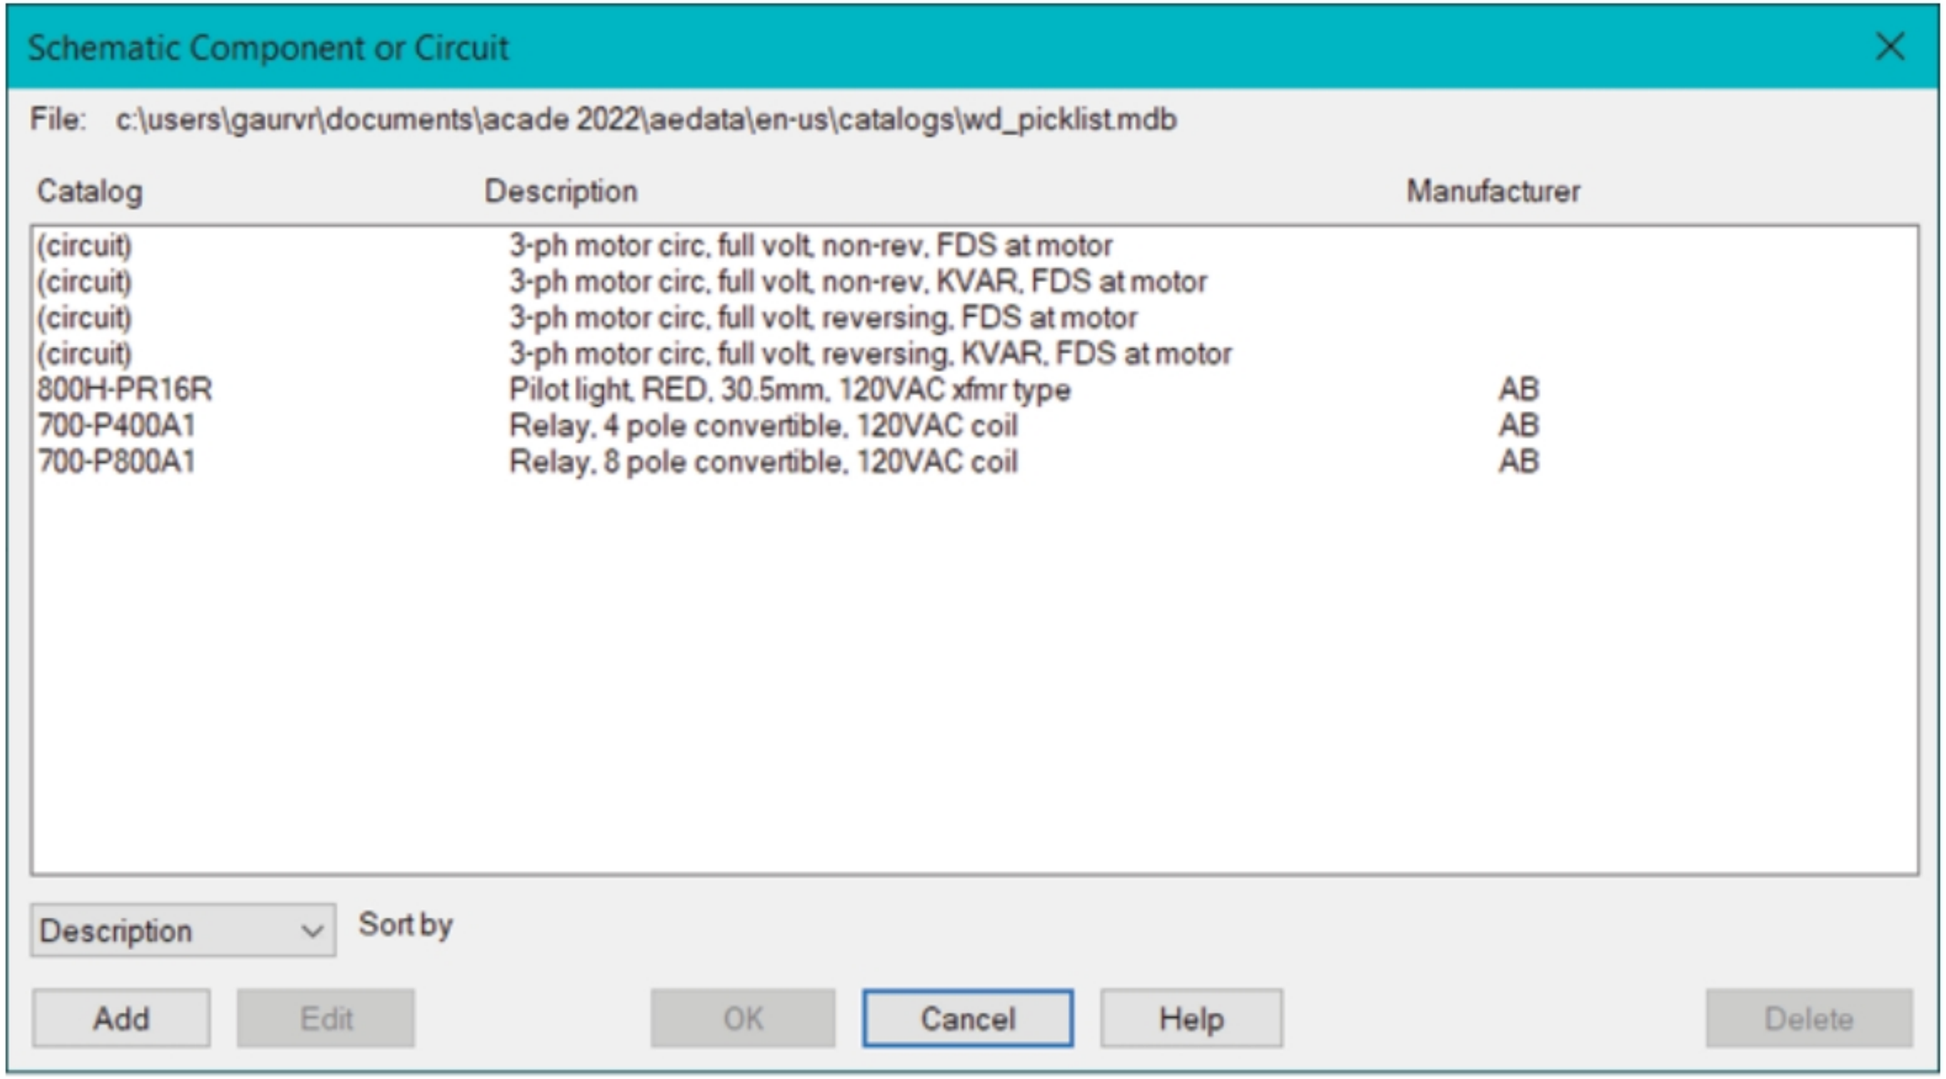

Figure-31. Schematic Component or Circuit dialog box
- Select the **User Defined List** tool from the **Component** drop-down. The **Schematic Component or Circuit** dialog box will be displayed as shown in Figure-31.